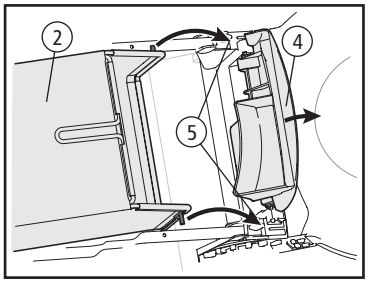

Fig. 11
**3.** Para fixar o coletor de grama (2) levante o defletor traseiro (4), [Fig. 11]. Coloque o coletor de grama no encaixe dos suportes (5) do braço. Solte o defletor traseiro (4) para que ele fique sobre o coletor de grama (2), [Fig. 11].
Para retirar o coletor de grama (2), levante o defletor traseiro (4). Retire o coletor (2) do encaixe nos suportes do braço (5). Solte o defletor traseiro (4) para permitir o fechamento do coletor [Fig. 11].